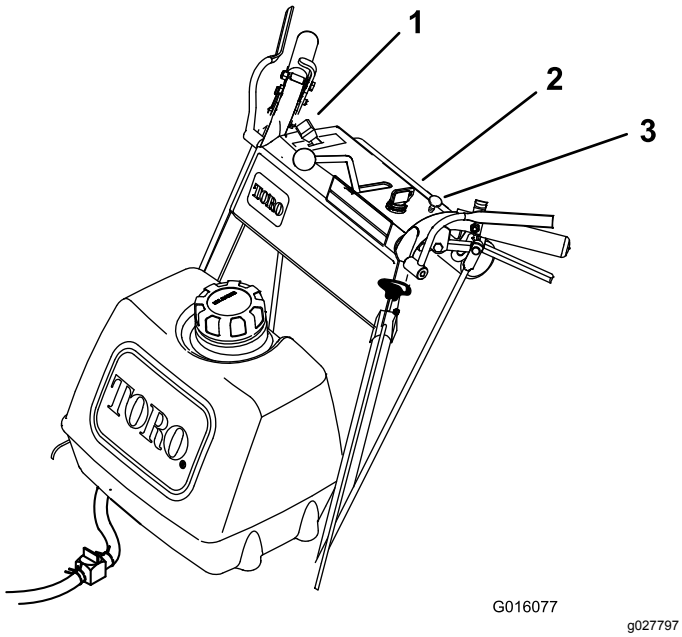

Figur 9
11. Udkobl chokeren, efterhånden som motoren varmer op (Figur 9).
2. Sæt gashåndtaget i positionen SLOW (langsom) (Figur 9).